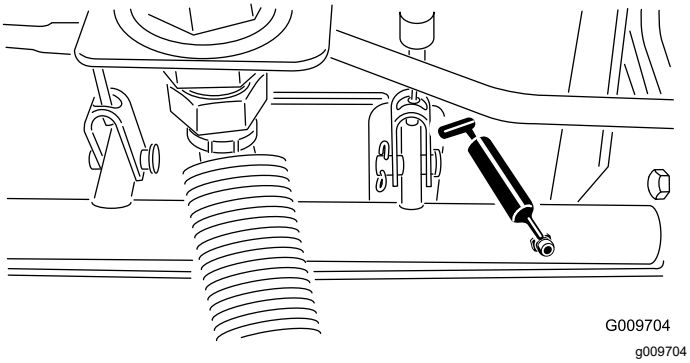

Figuur 81
- Lagers van draaipunt van remas (5); zie Figuur 81